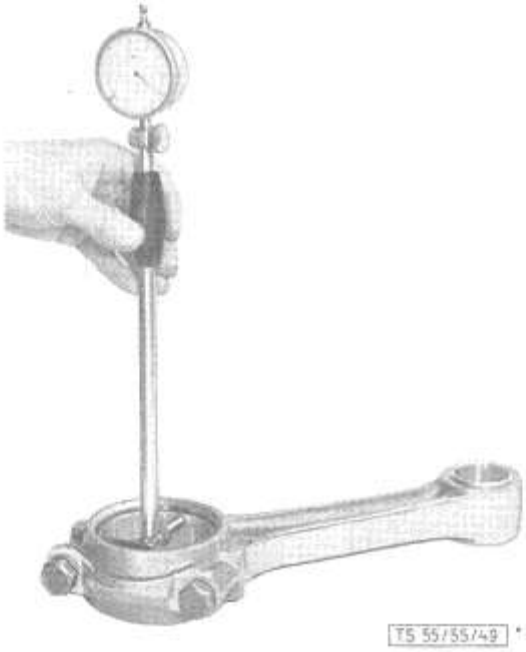

Bild 49: **Messen der Pleuellagerschalen**
1. Die Lagerschalen der Pleuelstangen werden mittels Zylindermeßuhr (Bild 49) gemessen. Dazu müssen die Pleuellager-